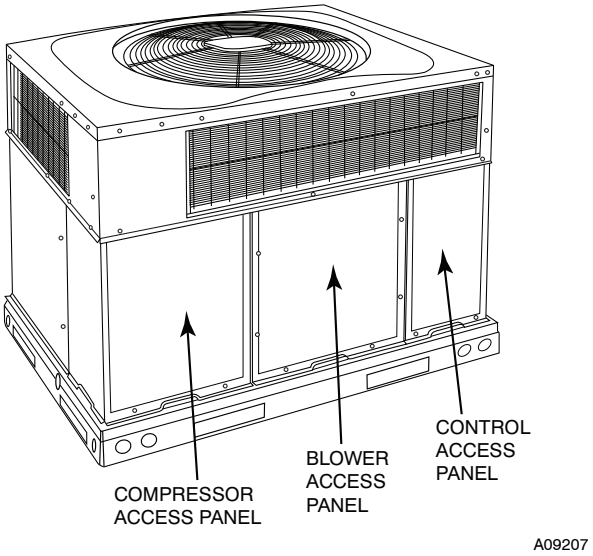

Fig. 18 - Unit Access Panels
When removing access panels (see Fig. 18) or performing maintenance functions inside your unit, be aware of sharp sheet metal parts and screws. Although special care is taken to reduce sharp edges to a minimum, be extremely careful and wear appropriate protective clothing, safety glasses and gloves when handling parts or reaching into the unit.
a. Remove blower access panel (see Fig. 18).
g. Reinstall blower access panel (see Fig. 18).
1. Remove control access panel (See Fig. 18).
Remove blower access panel (see Fig. 18). Limit switch is located on the fan partition.
3. Remove control access panel (See Fig. 18).
Remove access panels (see Fig. 18) to locate all the electrical controls and wiring. Check all electrical connections for tightness. Tighten all screw connections. If any discolored or burned connections are noticed, disassemble the connection, clean all the parts, re-strip the wire end and reassemble the connection properly and securely.
After inspecting the electrical controls and wiring, replace the access panels (see Fig. 18). Start the unit, and observe at least one complete heating cycle and one complete cooling cycle to ensure proper operation. If discrepancies are observed in any operating cycle, or if a suspected malfunction has occurred, check each electrical component with the proper electrical instrumentation. Refer to the unit wiring label when making these checkouts.